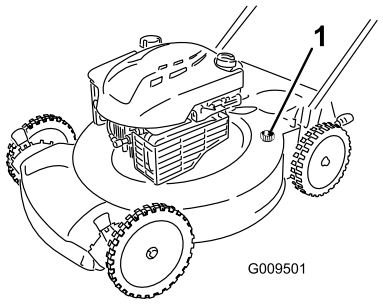

Bild 30
4. Befestigen Sie einen Gartenschlauch, der an einen Wasserhahn angeschlossen ist, am Wasseranschluss am Maschinengehäuse (Bild 30).